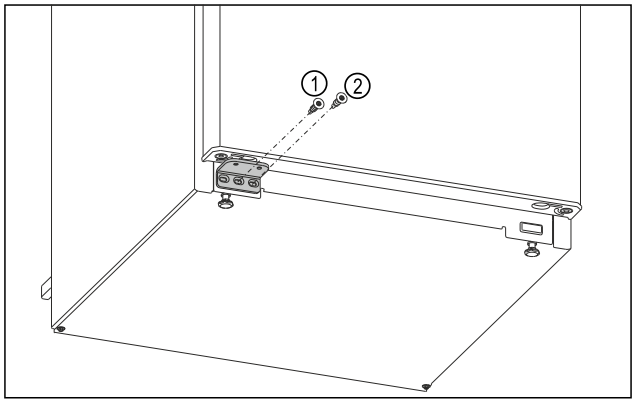

*Fig. 17*
- ▶ Tighten the middle screw of the swap bearing block *Fig. 17 (1)* with a Torx 20 screwdriver.
- ▶ Tighten the inner screw of the swap bearing block *Fig. 17 (2)* with a Torx 20 screwdriver.